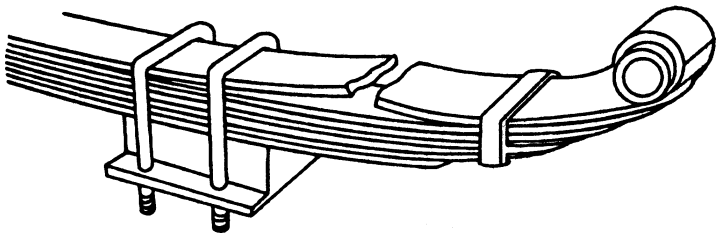

Figure 2-3
- ✓ Missing or broken leaves in any leaf spring. If any leaf or portion of any leaf in any spring assembly is missing or separated, it will put the vehicle "out of service" but any defect could be dangerous (Figure 2-3).